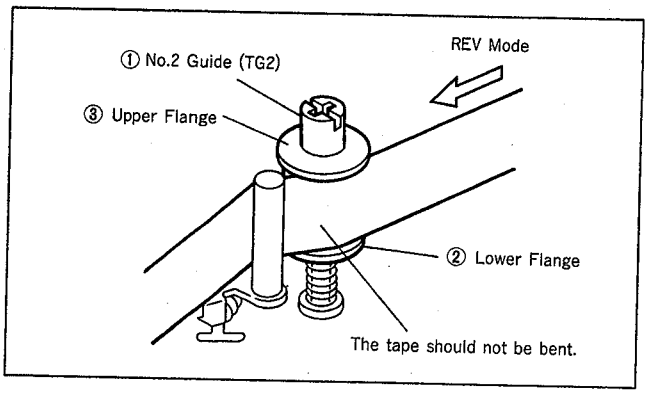

Fig. 40
5-3-2. No. 2 GUIDE (TG2) ADJUSTMENT (Fig. 40, 41)
2) Confirm that the tape is not bent at the lower flange ② of the No.2 guide (TG2) ① (Fig. 40). If it is, turn the upper flange ③ of the No.2 guide (TG2) clockwise with a screwdriver, lowering it until the tape is straightened.